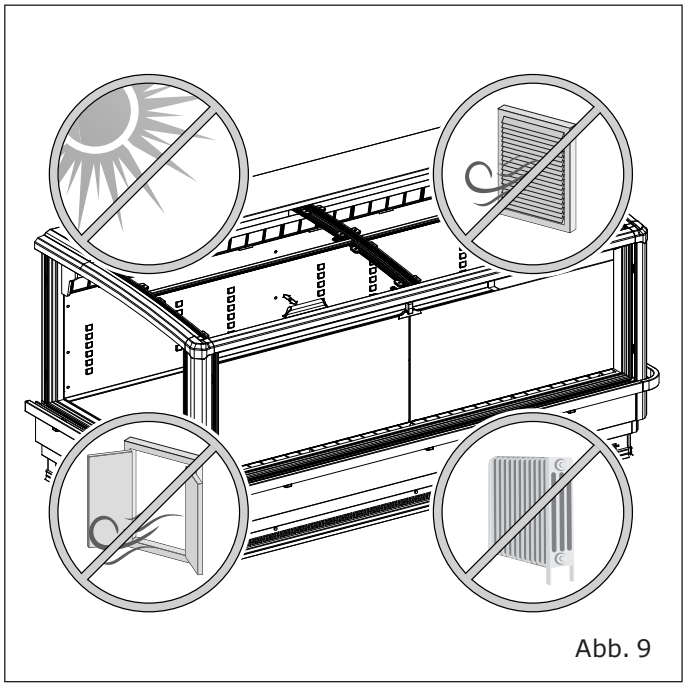

Abb. 9
- Es dürfen sich keine Wärmequellen, direkte Sonneneinstrahlung, Türen, Fenster, Ventilatoren oder Lüftungsöffnungen in der Nähe befinden ("Abb. 9").